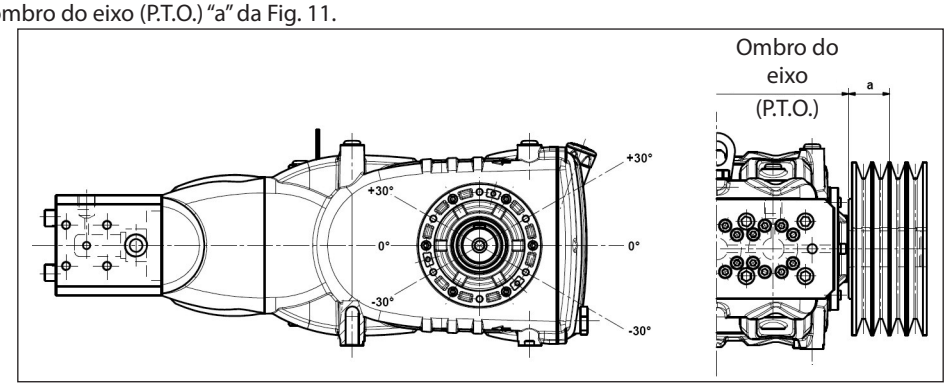

Fig. 11
A carga radial sobre o eixo não deve ser superior a 7500 N (valor necessário para a definição do layout). A transmissão é considerada adequada, se tal carga é aplicada a uma distância máxima de **a=40 mm** do ombro do eixo (P.T.O) conforme indicado na Fig. 11.
b) Use correias de alto rendimento - por exemplo **XPB** ao invés de **SPB** - pois resultará necessário uma quantidade inferior de correias com a mesma potência transmitida e uma consequente distância inferior do resultante em relação ao ombro do eixo (P.T.O.) "a" da Fig. 11.
e) Siga a direção da tensão da correia, conforme indicado na Fig. 11 para exigências diferentes, contate o ***Departamento Técnico*** ou o ***Serviço de Assistência Técnica***.